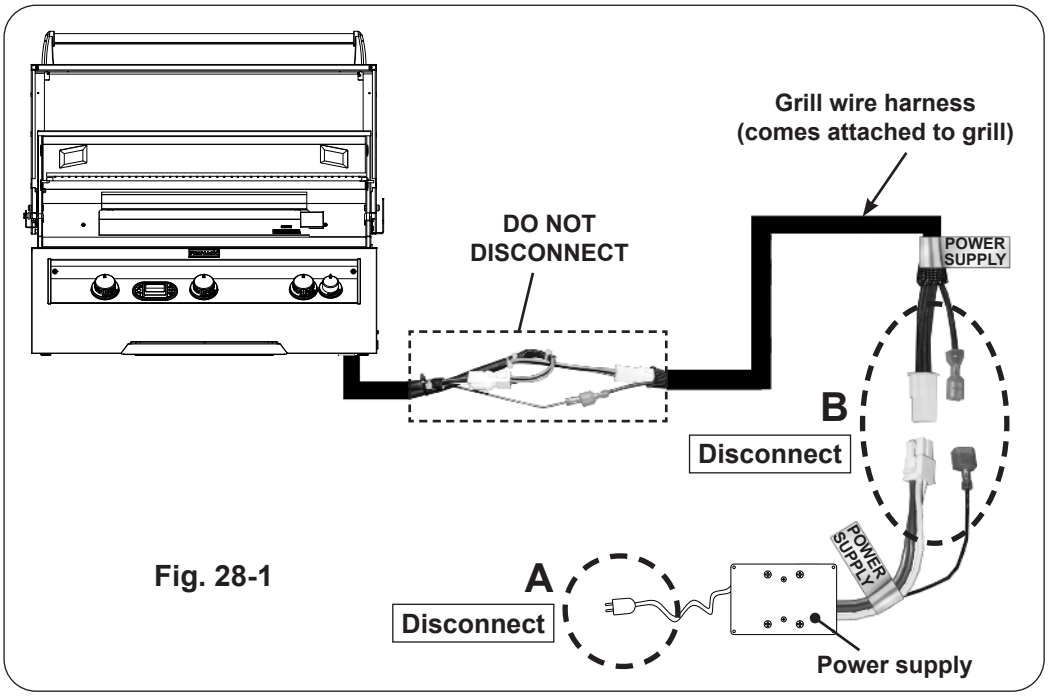

Fig. 28-1
1. Locate the power supply box that is connected to the Echelon Grill and ensure the power cord is disconnected, if connected (see Fig. 28-1, A).
2. Disconnect the grill wire harness extension connectors from the power supply connectors (see Fig. 28-1, B).